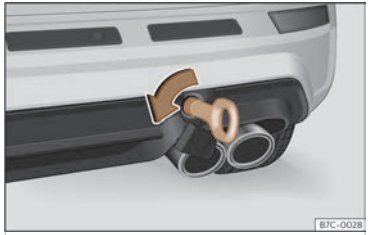

Abb. 193 Auf der rechten Seite des hinteren Stoßfängers: eingeschraubte Abschleppöse.
- Drehen Sie die Abschleppöse **entgegen dem Uhrzeigersinn** so fest wie möglich in die Aufnahme ››› **(Abb. 193)** , ››› ⓘ. Verwenden Sie ein geeignetes Hilfsmittel, um die Abschleppöse festzuziehen.